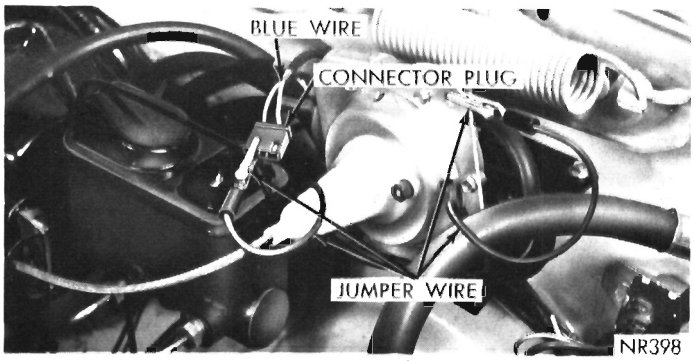

Fig. 7—Brake Switch Adjustment
(1) Disconnect harness connector at speed control servo and run a jumper wire from the blue wire terminal of connector to a good ground (Fig. 7).
Remove servo plug and attach jumper from blue wire lead in plug to good ground (Fig. 7), with ignition switch "On", brake switch should energize and latch on when turn signal "Speed Set" button or "Resume Speed" switch is actuated. (When brake switch actuator arm is depressed to open position the brake switch should remain disengaged). If unit functions properly check low speed inhibit switch. If unit does not function check black lead to brake switch—black lead should have 12 volts positive when ignition switch is on. If brake switch does not energize with "Speed Set" button or "Resume Speed" switch but will latch when manually closed by lifting switch actuator arm to engaged position, check turn signal assembly switch.